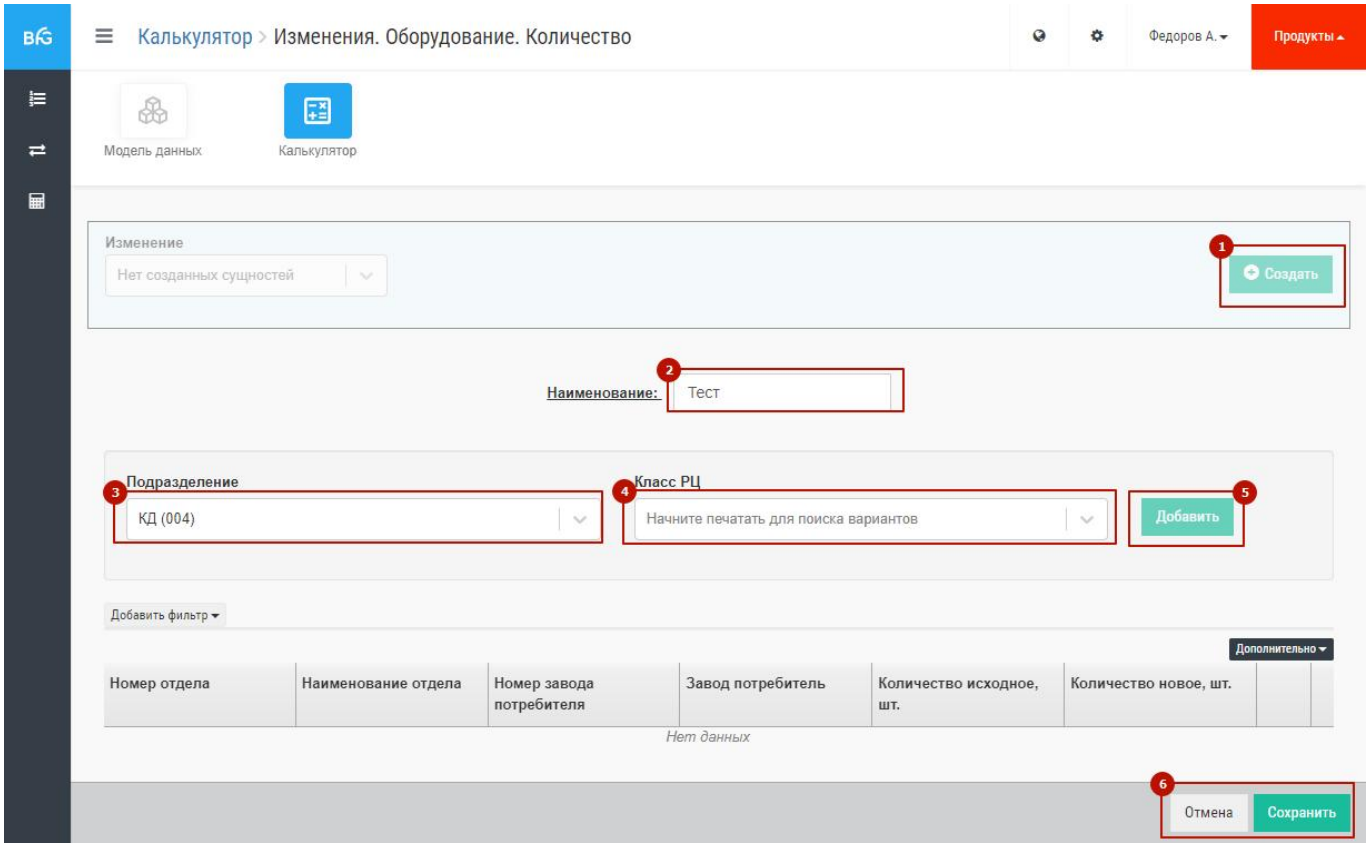

Рис. 42 – Создание изменения по кол-ву оборудования
- Нажать кнопку «Создать» (1 на Рис. 42).
- Ввести «Наименование изменения», выбрать «Подразделение», выбрать «Класс РЦ» (2 + 3 + 4 на Рис. 42).
- Нажать кнопку «Добавить» (5 на Рис. 42).
- После ввода всех изменений нажать кнопку «Сохранить» для сохранения всех изменений или «Отмена» для отмены ввода изменений (6 на Рис. 42).